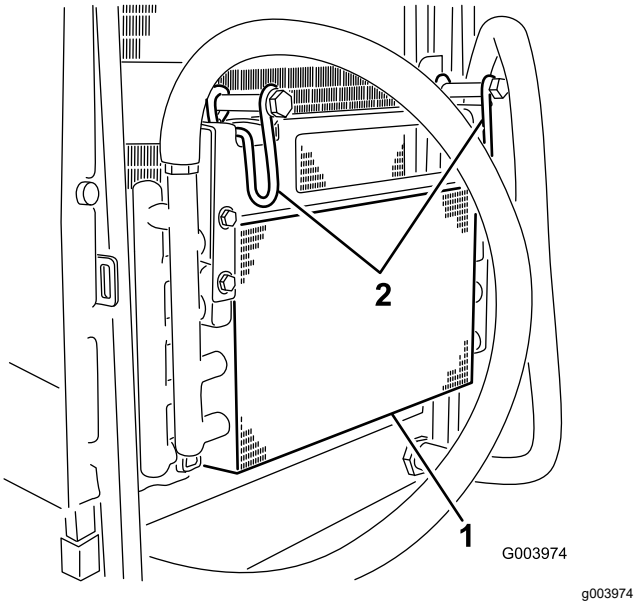

Rysunek 61
5. Obróć zaczepy do wewnątrz, aby zwolnić chłodnicę oleju (Rysunek 61).